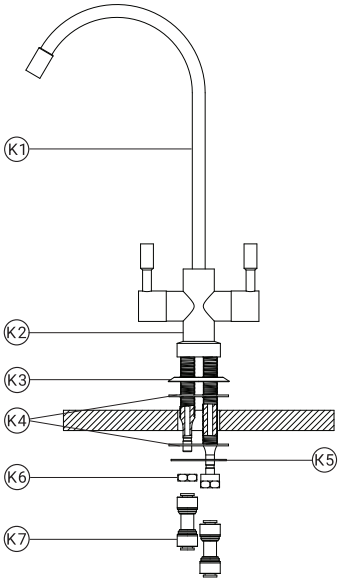

Рис. 14
2. Удалите транспортные заглушки и произведите монтаж крана (рис. 14) в следующей последовательности:
3. Конец трубки, идущей от выхода из фильтра, вставьте через цанговое кольцо в фитинг из комплекта поставки. Установите стопорную клипсу (рис. 14).
4. Фитинг вместе с установленной в него трубкой подключите к штоку крана чистой воды через цанговое кольцо фитинга, установите стопорную клипсу (рис. 14).